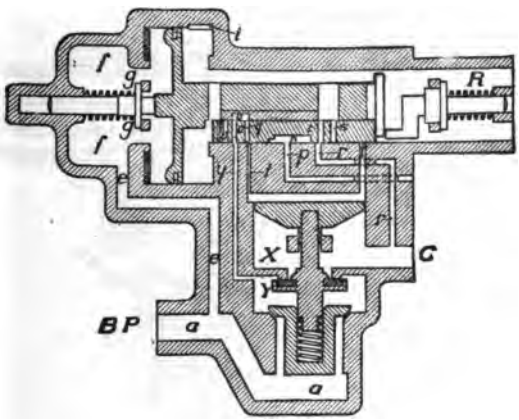
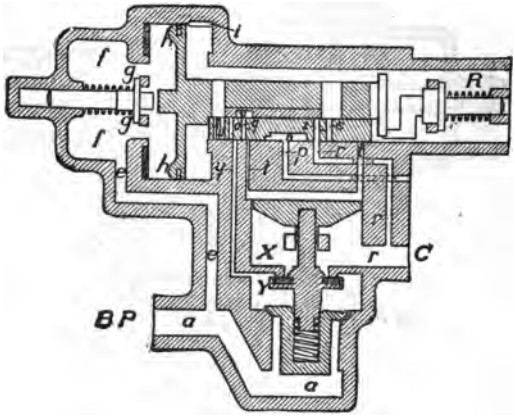

FIG. 15.—K TRIPLE VALVE—SERVICE POSITION.
FIG. 16.—K TRIPLE VALVE—SERVICE-LAP POSITION.
Q. What is shown in Fig. 15?
Q. What does Fig. 16 represent?
slightly below that remaining in the brake pipe. As shown in this figure the triple-valve piston has moved the graduating valve back far enough to close ports *o*, *q*, and *z*, and thus prevent further flow of air from both the auxiliary reservoir and the brake pipe to the cylinder. It will be noted in the figure that the main slide valve is ahead of its position shown in Fig. 15. The valve would only assume this position if the brake-pipe pressure were reduced faster than the auxiliary-reservoir pressure could reduce to the brake cylinder,
otherwise port *o* would remain in register with port *y* as in Fig. 15 but the graduating valve would have closed ports *o* and *z* as shown in Fig. 16.